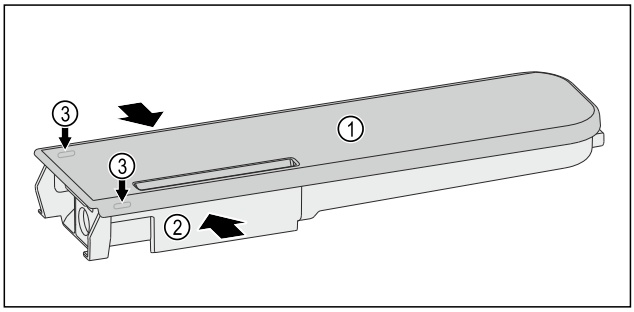

Fig. 195
▶ Presser le réservoir d'eau *Fig. 195 (2)* et faire levier pour lever précautionneusement le couvercle *Fig. 195 (1)* par les ergots *Fig. 195 (3)*.
▶ Faire légèrement bouger le couvercle *Fig. 195 (1)* de l'avant vers l'arrière puis le retirer par le haut.